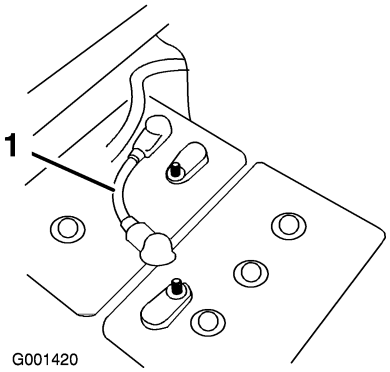

**Figure 2**
4. Remove a short battery cable linking any two batteries in the battery bank to remove power from the system (Figure 2).